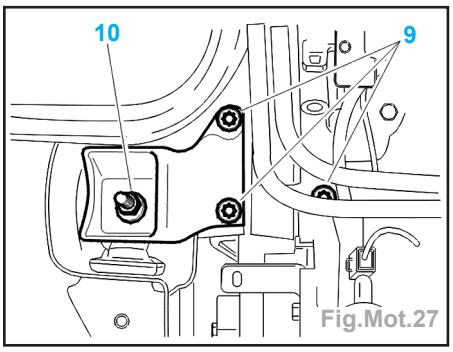

Fig.Mot.27
- Serrer (Fig.Mot.27) :
- les 3 vis (9) de fixation du support supérieur droit moteur/support intermédiaire droit à 6 daN.m.
- l'écrou (10) de fixation du support élastique droit moteur /support supérieur droit moteur à 4,5 daN.m.